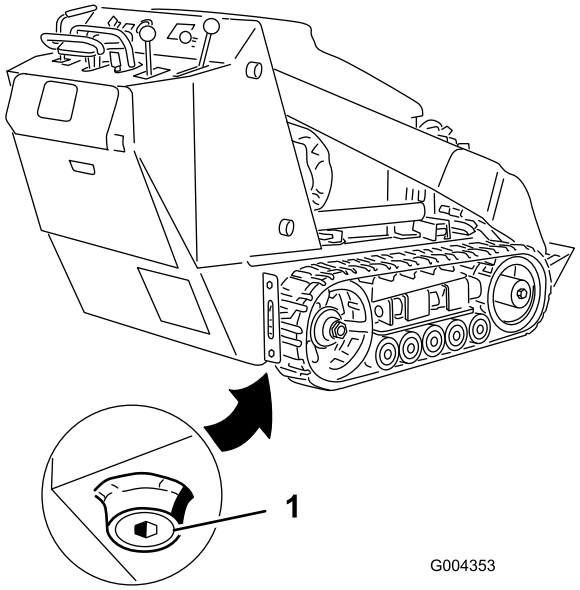

**Figur 35**
4. Ta bort avtappningspluggen (Figur 35).